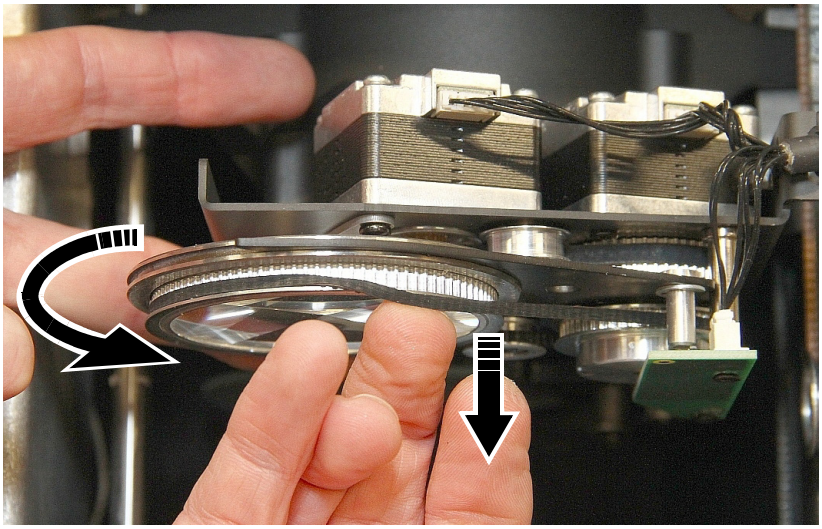

Bild 22: Entfernen des Zahnriemens
4. Siehe Bild 22. Drehen Sie das Prisma gegen den Uhrzeigersinn und entfernen Sie dabei den Zahnriemen.